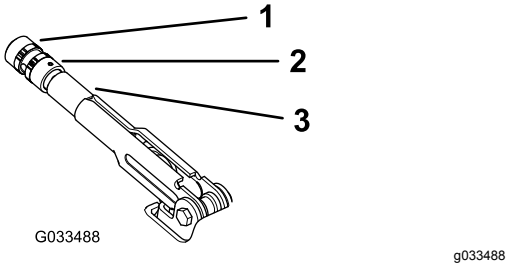

图59
2. 松开将旋钮固定到手刹操纵杆上的固定螺丝图59。
3. 旋转旋钮图59直至达到拉动手刹操纵杆需要的2022kg 的力。
4. 调整完成后拧紧固定螺丝图59。